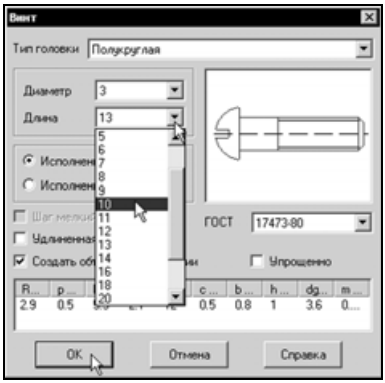

Рис. 7.72
- На экране появится окно определения параметров винта (рис. 7.72). Раскройте список значение стандартных длин и выберите из него меньшее значение длины, например, 10 мм. Нажмите **OK**.